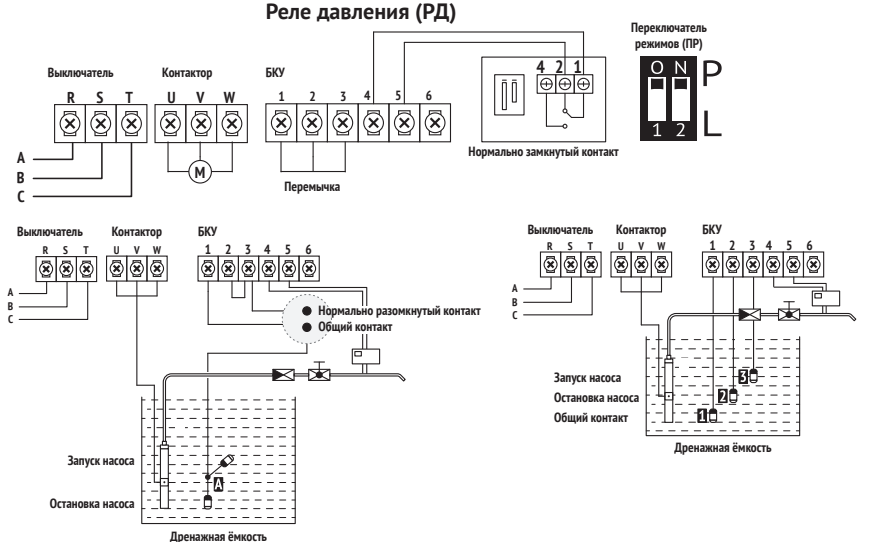

Рис. 8
- Подключите РД к контактам ❹ и ❺ БКУ согласно схеме на рис. 8.
- При необходимости, подключите ДУ или ПВ (в комплект не входят) к контактам ❶, ❷ и ❸ БКУ и установите их в дренажной ёмкости согласно схемам на рис. 8.
- При отсутствии возможности использовать в дренажной ёмкости контролирующие устройства установите перемычку в контактах ❶, ❷ и ❸ БКУ (входит в комплект, закреплена в контактах БКУ). Данное решение позволяет использовать защиту насоса от «сухого хода» по току.
- Установите рычажки ПР в положение, показанное на рис. 8.